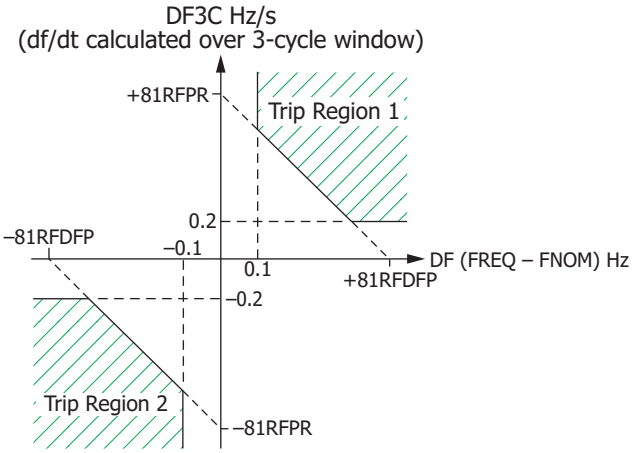

Figure 6 81RF Characteristic Power Element Protection
The fast rate-of-change-of-frequency protection element (81RF) provides a faster response compared to the frequency (81) and the rate-of-change-of-frequency (81R) elements. Fast operating speed makes the 81RF element suitable for detecting islanding conditions. The element uses a characteristic (see *Figure 6*) based on the frequency deviation from the nominal frequency (DF = FREQ – FNOM) and the rate-of-change of frequency (DF3C) to detect islanding conditions.